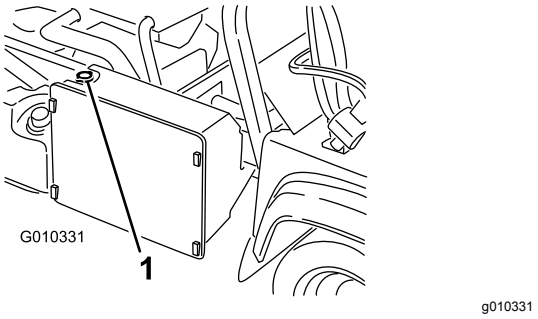

Figur 54
3. Fjern radiatorlokket (Figur 54).
4. Ta av reservetanklokket (Figur 54).
7. Fyll på radiatoren og sett på lokket igjen (Figur 54).